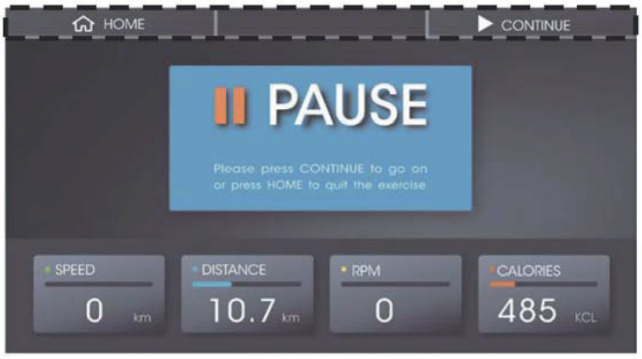

Fig. 18
(6) When you entered a value for TIME and it reaches 0, the console will stop and return to the starting page.
(7) Press the UP or DOWN button to adjust the load.
(8) Press the PAUSE button to pause your training. (fig.18). Press the CONTINUE button to continue with your training.
(9) Press the RECOVERY button to start the said function. After 60 seconds a result will be displayed. To return to the starting page, press any place on the display.
(10) Press the HOME button to return to the starting page.